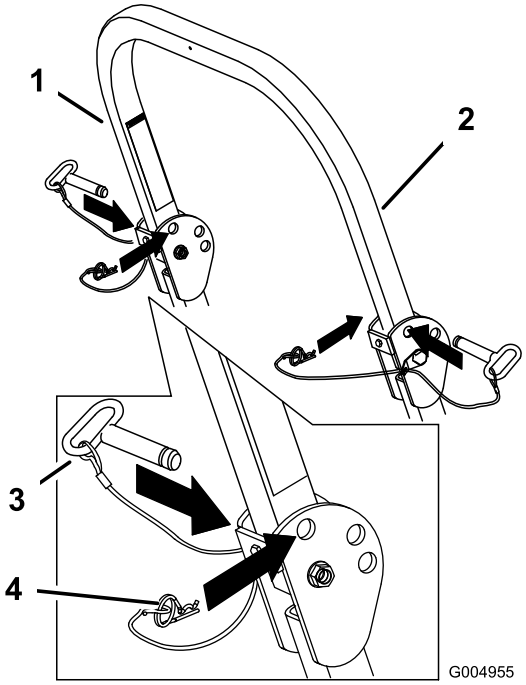

Figur 9
1. Fjern hårnålssplintpinnene og fjern de to pinnene (Figur 9).
3. Monter de to pinnene og fest dem med hårnålssplintpinnene (Figur 9).
4. Fjern hårnålssplintpinnene og fjern de to pinnene for å heve veltebøylen (Figur 9).
5. Hev veltebøylen til oppreist stilling og monter de to pinnene og fest dem med hårnålssplintpinnene (Figur 9).